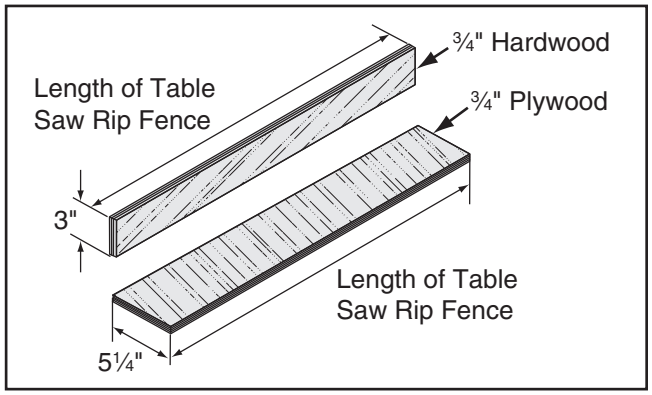

Figure 128. Auxiliary fence dimensions.
1. Cut a piece of ½" thick plywood 5¼" wide and as long as your table saw rip fence; cut a piece of ¾" thick hardwood 3" wide and as long as your table saw rip fence (see **Figure 128**).